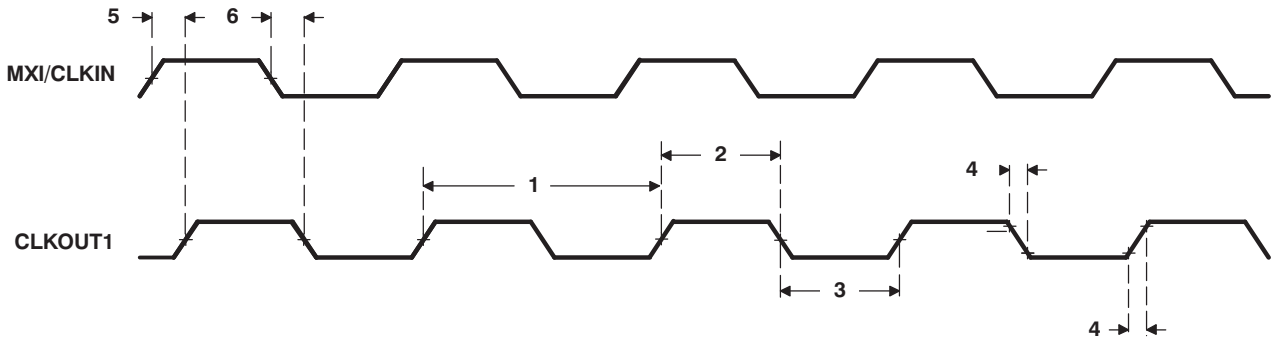

Figure 5-9. CLKOUT1 Timing
Table 5-7. Switching Characteristics Over Recommended Operating Conditions for CLKOUT1[(1) (2)] (see Figure 5-9)